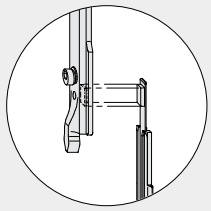

Figure 1
- ***> I*** Couple tilt lock 10 mm (**25**) with corner drive VSU/BSO (**36**). Make sure positioning of coupling piece for corner drive VSU/BSO (**36**) is correct (Figure 1).